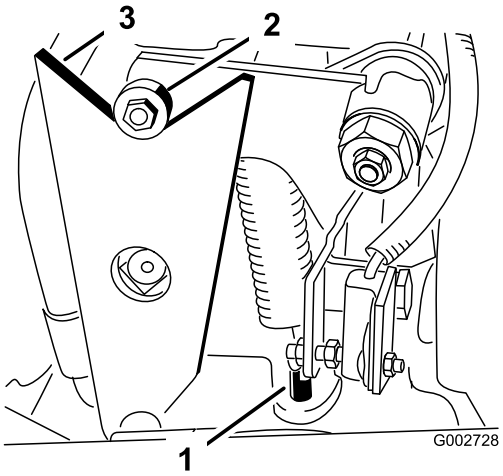

Figuur 41
- Als de wielen in de goede richting draaien, moet u de motor afzetten en de borgmoer van de veerstelpen aandraaien (Figuur 41). Stel de neutraalstand van de tractie af; zie Tractieaandrijving afstellen voor de neutraalstand.